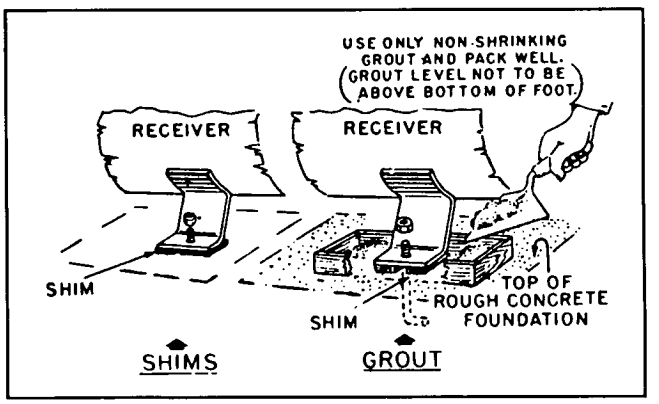

Figure 2-2. Methods of Leveling Unit.
A. Tighten evenly, and to a moderate torque, the nuts of any three of the four receiver feet. Check the unit for level. If the unit is not level, insert metal shims, as shown in Figure 2-2, under one or two of the feet to obtain level, and retighten the nuts.